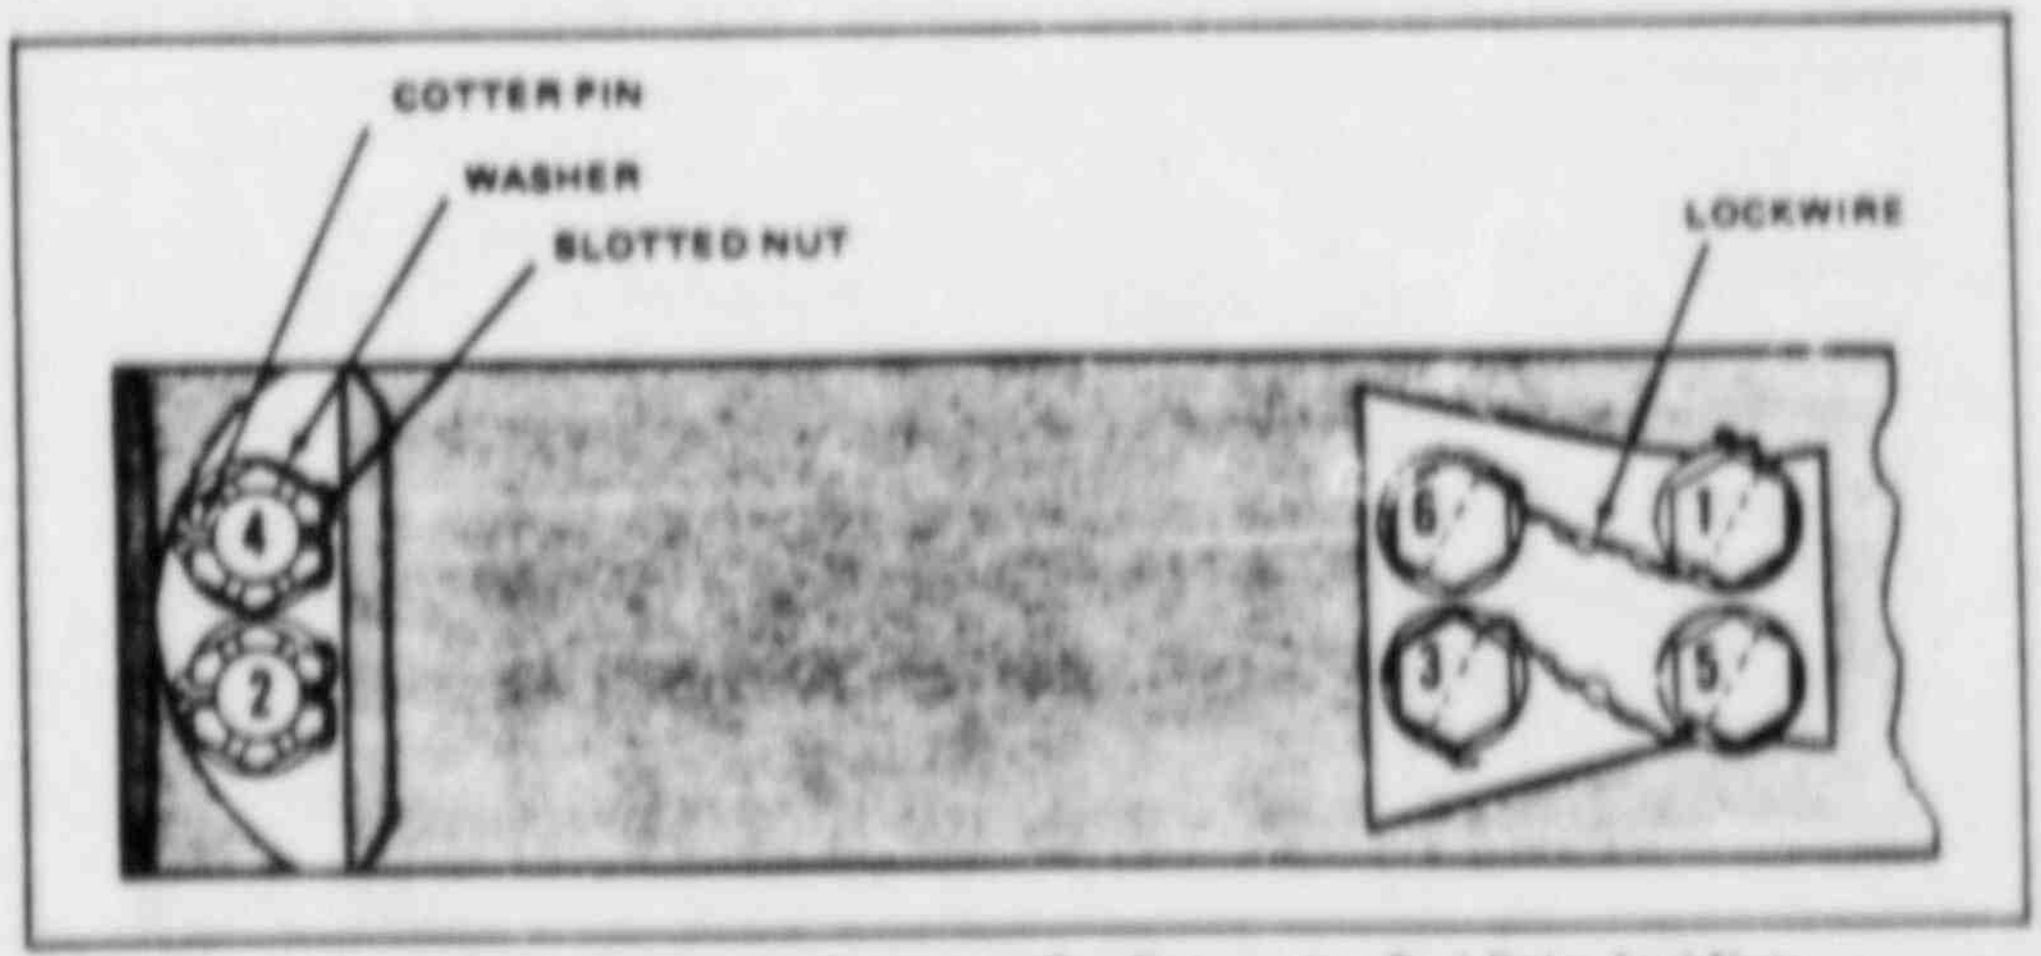

Figure 6-C-15. Tightening Sequence For Connecting Rod Bolts And Nuts
a. Attach chain puller bracket to master rod side of crankcase. Attach chains in same way as was done for master rod removal (see figure 6-C-3). Draw connecting rod box into engagement with crankpin and master rod. Be sure serrated joints are properly engaged. In the case where the link rod is retained by the piston holder spacer ring, adjustment of the jacket screws and spacer ring may be necessary to achieve the necessary alignment of parts.
b. Apply a mixture of powdered graphite and lubricating oil to the threads of the connecting rod bolts and the rod-to-box bolts. Assemble bolts, washers and nuts. Install washers so that bolt head or nut rests in the counterbore of the washer. Tighten to torque specified in the Torque Tables, Appendix IX in three steps, and in the sequence shown in figure 6-C-15. Safety wire the bolt heads and install cotter pins in the slotted nuts as shown in figure 6-C-15.